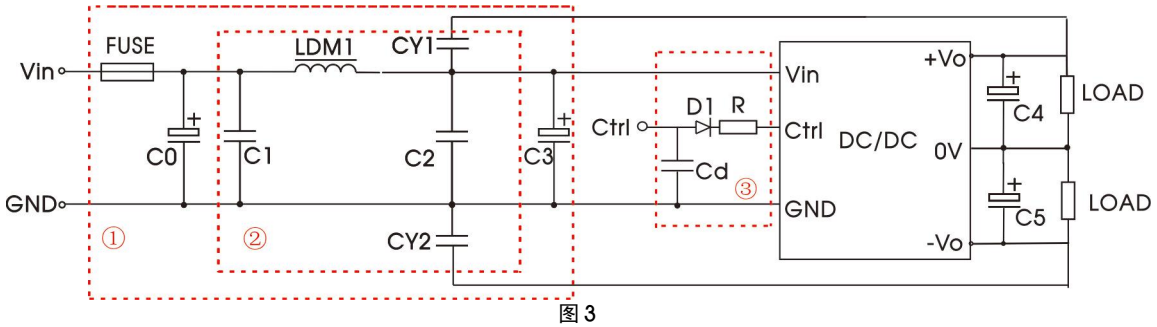

图 3
①图 3 中第①部分用于 EMS 测试；第②部分用于 EMI 滤波，可依据需求选择；
②V_C 为 Ctrl 端相对于输入地 GND 的电压，V_D 为 D1 的正向导通压降，I_C 为流入 Ctrl 端的电流，一般取 5-10mA，Ctrl 端外围电路如图 3-③。